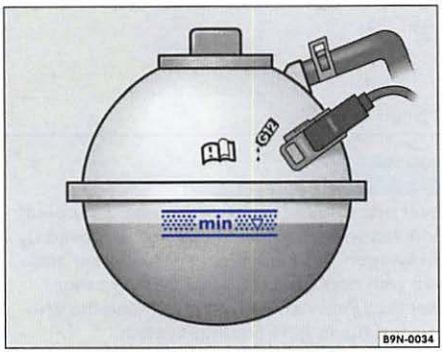

Fig. 131 Coolant expansion tank in the engine compartment.
- When the engine is cold, check the engine coolant level relative to the marking on the side of the expansion tank ⇒ fig. 131.
- The engine coolant level must be inside the marks on the side of the reservoir ⇒ fig. 131. **Do not fill above the top edge of the filling range!** ⇒ ⓘ
- Refill engine coolant only up to the top edge of the marked fill range ⇒ fig. 131. Excess engine coolant may be forced out of the engine cooling system when it gets hot and cause damage.